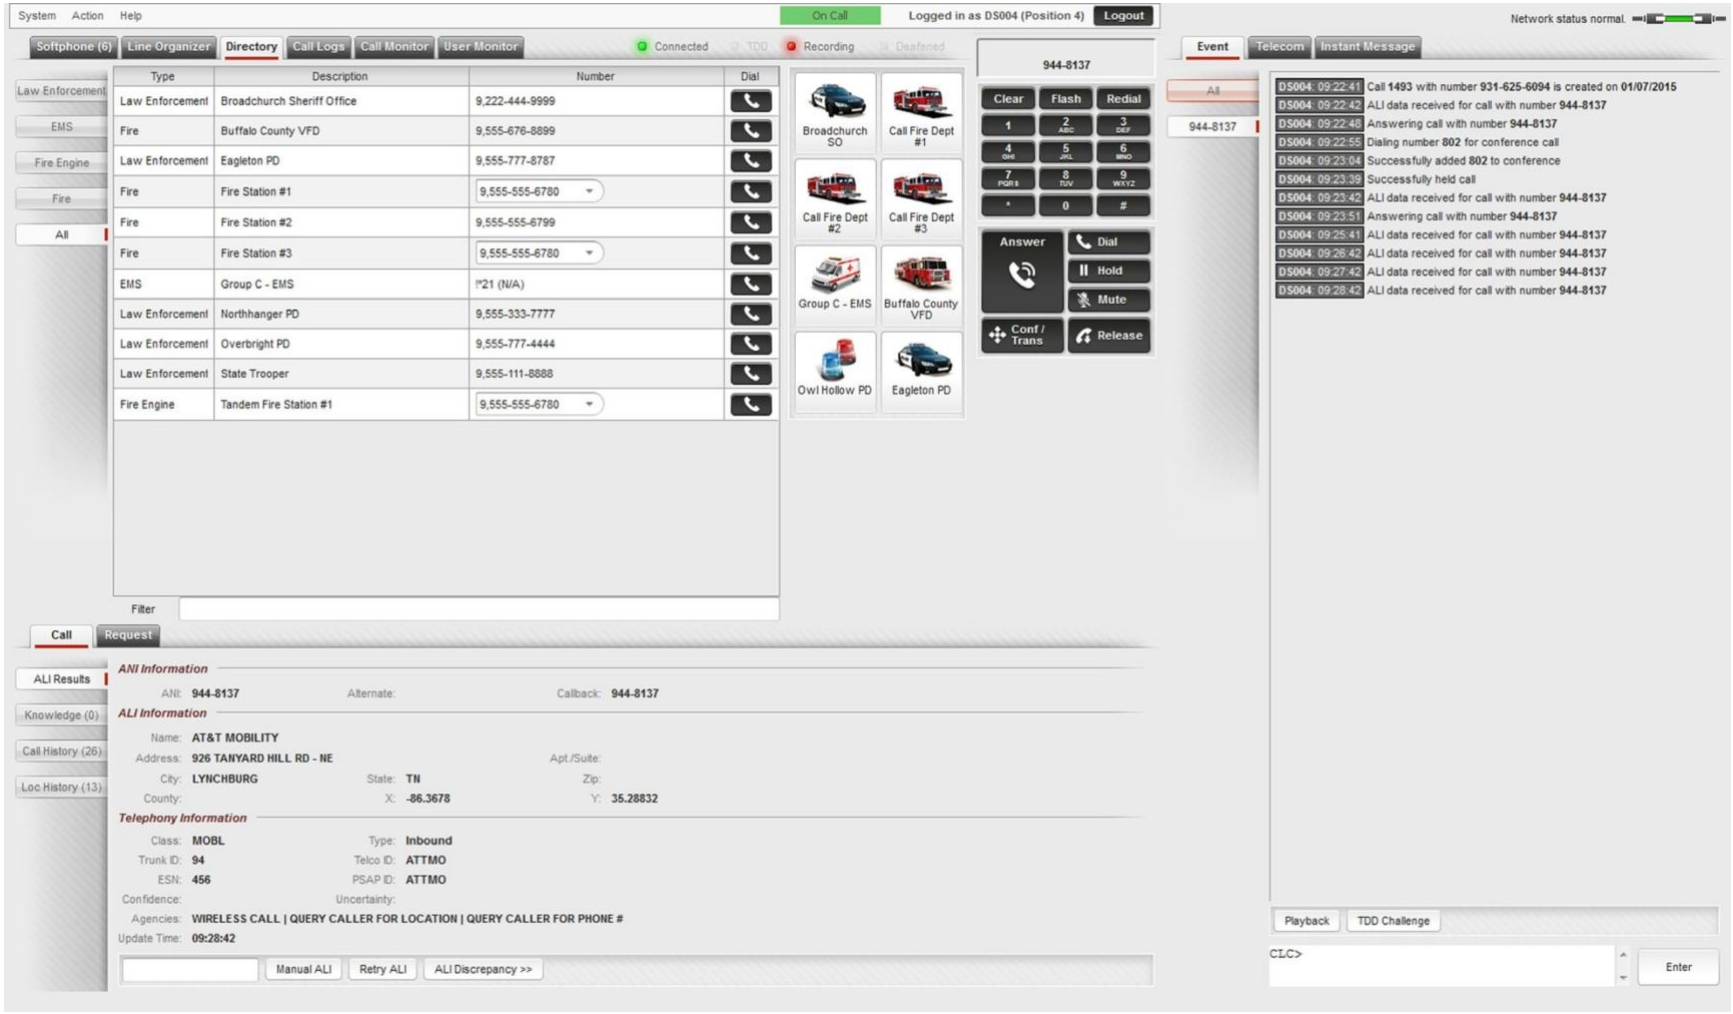

Figure 2-9: CallStation Directory
- **Directory** - The Directory contains all contacts and serves an important role in transferring and conferencing calls. The configuration of the Directory is managed from AdminiStation. Directory entries are organized by type (e.g., Law Enforcement, Fire, EMS, etc.). Each entry type is contained in a separate sub-tab. The entire Directory is included in the All Sub-tab. The Directory automatically opens whenever a user selects the Conference/Transfer option, allowing the user to quickly select the entry to which to transfer or add to the call. The Directory also features Directory Buttons. Similar to the Softphone Buttons, Directory Buttons serve as single-click speed dial/transfer buttons. Figure 2-9 displays the CallStation Directory.